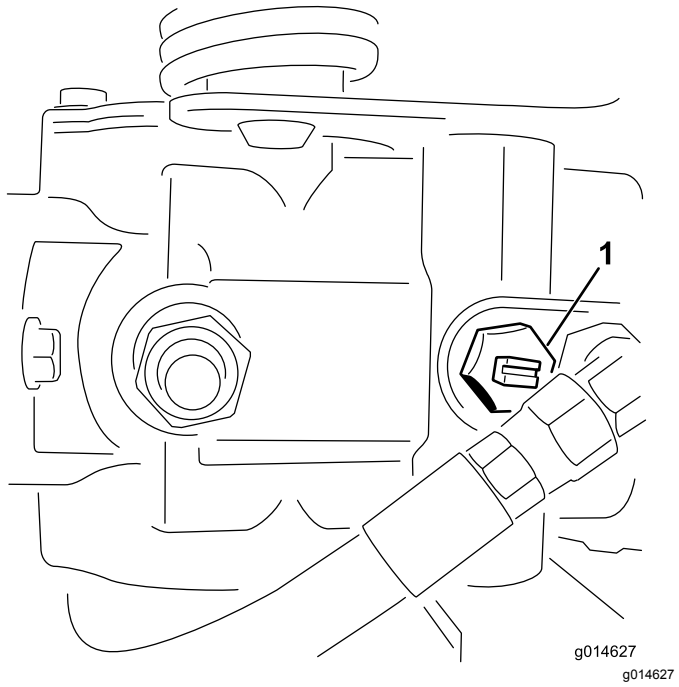

Rysunek 38
1. Znajdź na pompie zawór obejściowy i obracaj nim tak, aby szczelina była skierowana pionowo (Rysunek 38).
znajdowała się w położeniu poziomym (Rysunek 38). Nie uruchamiaj silnika przy otwartym zaworze.